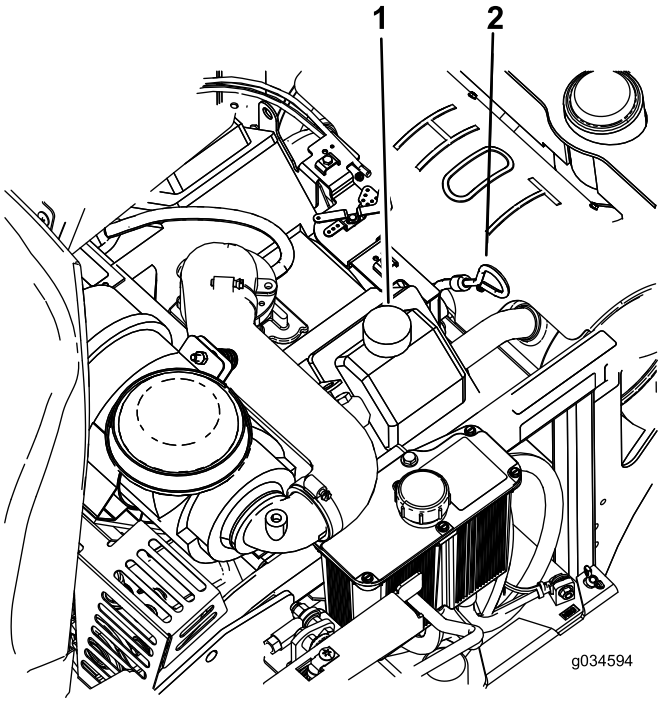

Figuur 39
5. Maak de omgeving van de peilstok schoon (Figuur 39).
9. Als het oliepeil laag is, maak de omgeving van de olievuldop dan schoon, verwijder de dop en voeg olie toe tot het **Vol** merkteken op de peilstok bereikt is (Figuur 39). Niet te vol vullen.
4. Giet langzaam ongeveer 80 % van de gespecificeerde olie in de vulbuis en voeg langzaam de rest van de olie toe tot het peil de markering **Vol** bereikt (Figuur 39).
5. Start de motor en rijd naar een vlak gebied. Controleer het oliepeil opnieuw (Figuur 39).